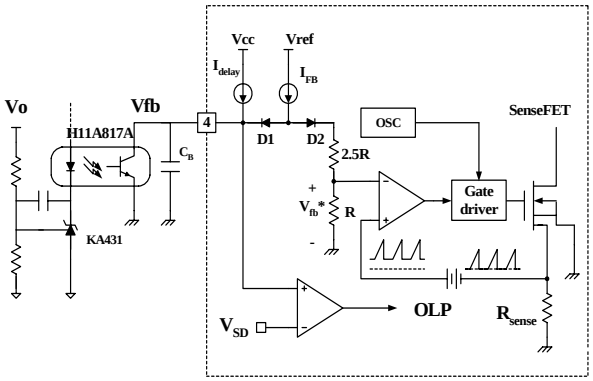

Figure 5. Pulse width modulation (PWM) circuit
2. Feedback Control : FSDM0565RB employs current mode control, as shown in Figure 5. An opto-coupler (such as the H11A817A) and shunt regulator (such as the KA431) are typically used to implement the feedback network. Comparing the feedback voltage with the voltage across the Rsense resistor plus an offset voltage makes it possible to control the switching duty cycle. When the reference pin voltage of the KA431 exceeds the internal reference voltage of 2.5V, the H11A817A LED current increases, thus pulling down the feedback voltage and reducing the duty cycle. This event typically happens when the input voltage is increased or the output load is decreased.
2.1 Pulse-by-pulse current limit: Because current mode control is employed, the peak current through the Sense FET is limited by the inverting input of PWM comparator (Vfb*) as shown in Figure 5. Assuming that the 0.9mA current source flows only through the internal resistor (2.5R +R= 2.8 kΩ), the cathode voltage of diode D2 is about 2.5V. Since D1 is blocked when the feedback voltage (Vfb) exceeds 2.5V, the maximum voltage of the cathode of D2 is clamped at this voltage, thus clamping Vfb*. Therefore, the peak value of the current through the Sense FET is limited.